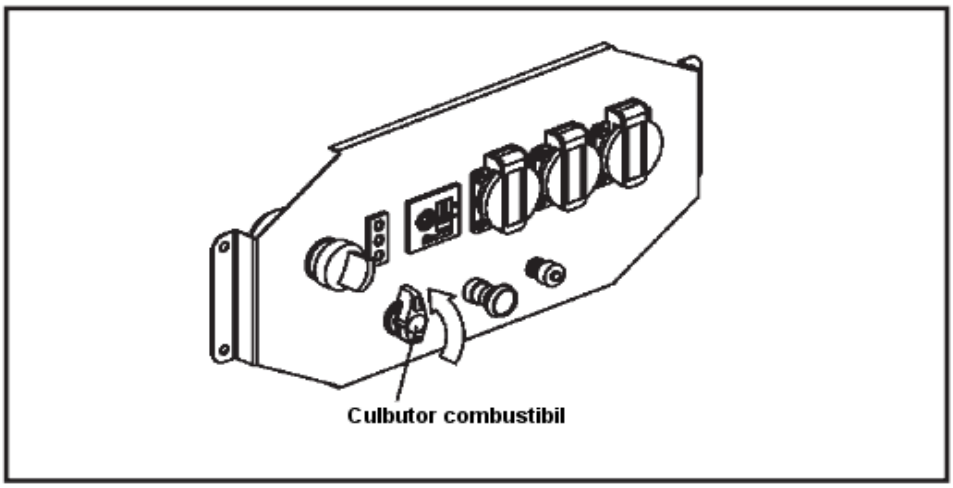

Fig. 6 - Modul de deschidere a culbutorului de combustibil
4.1. Intoarceti culbutorul combustibilului in pozitia ”ON” (pornit), a se vedea Fig. 6.